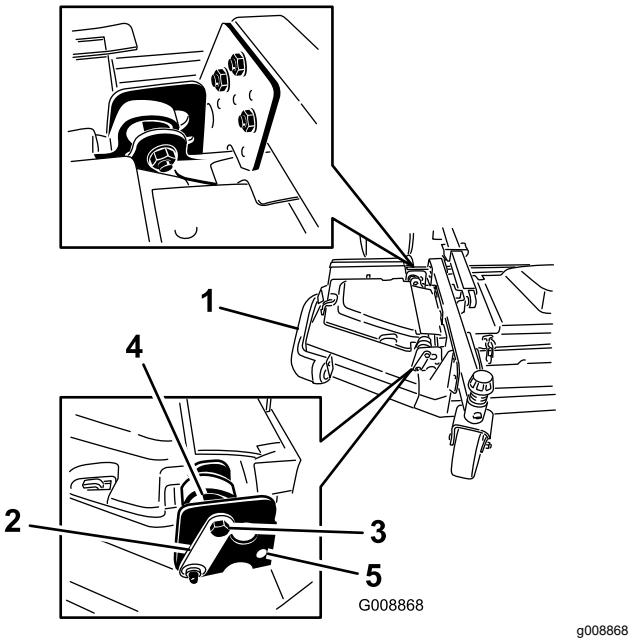

Figur 4
4. För in de främre och bakre stoppbultarna genom de övre monteringshålen och excenterbrickorna (Figur 4).